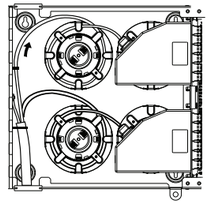

Figure 12
6. Loop fiber around routing rings until connectors can comfortably fit into cassettes. Slide XFM Optical Cassettes into LGX slots and engage nylatch plungers to secure modules in place **(Figure 12)**. Customer-side fiber can be routed through horseshoe grommet as shown in step 2.